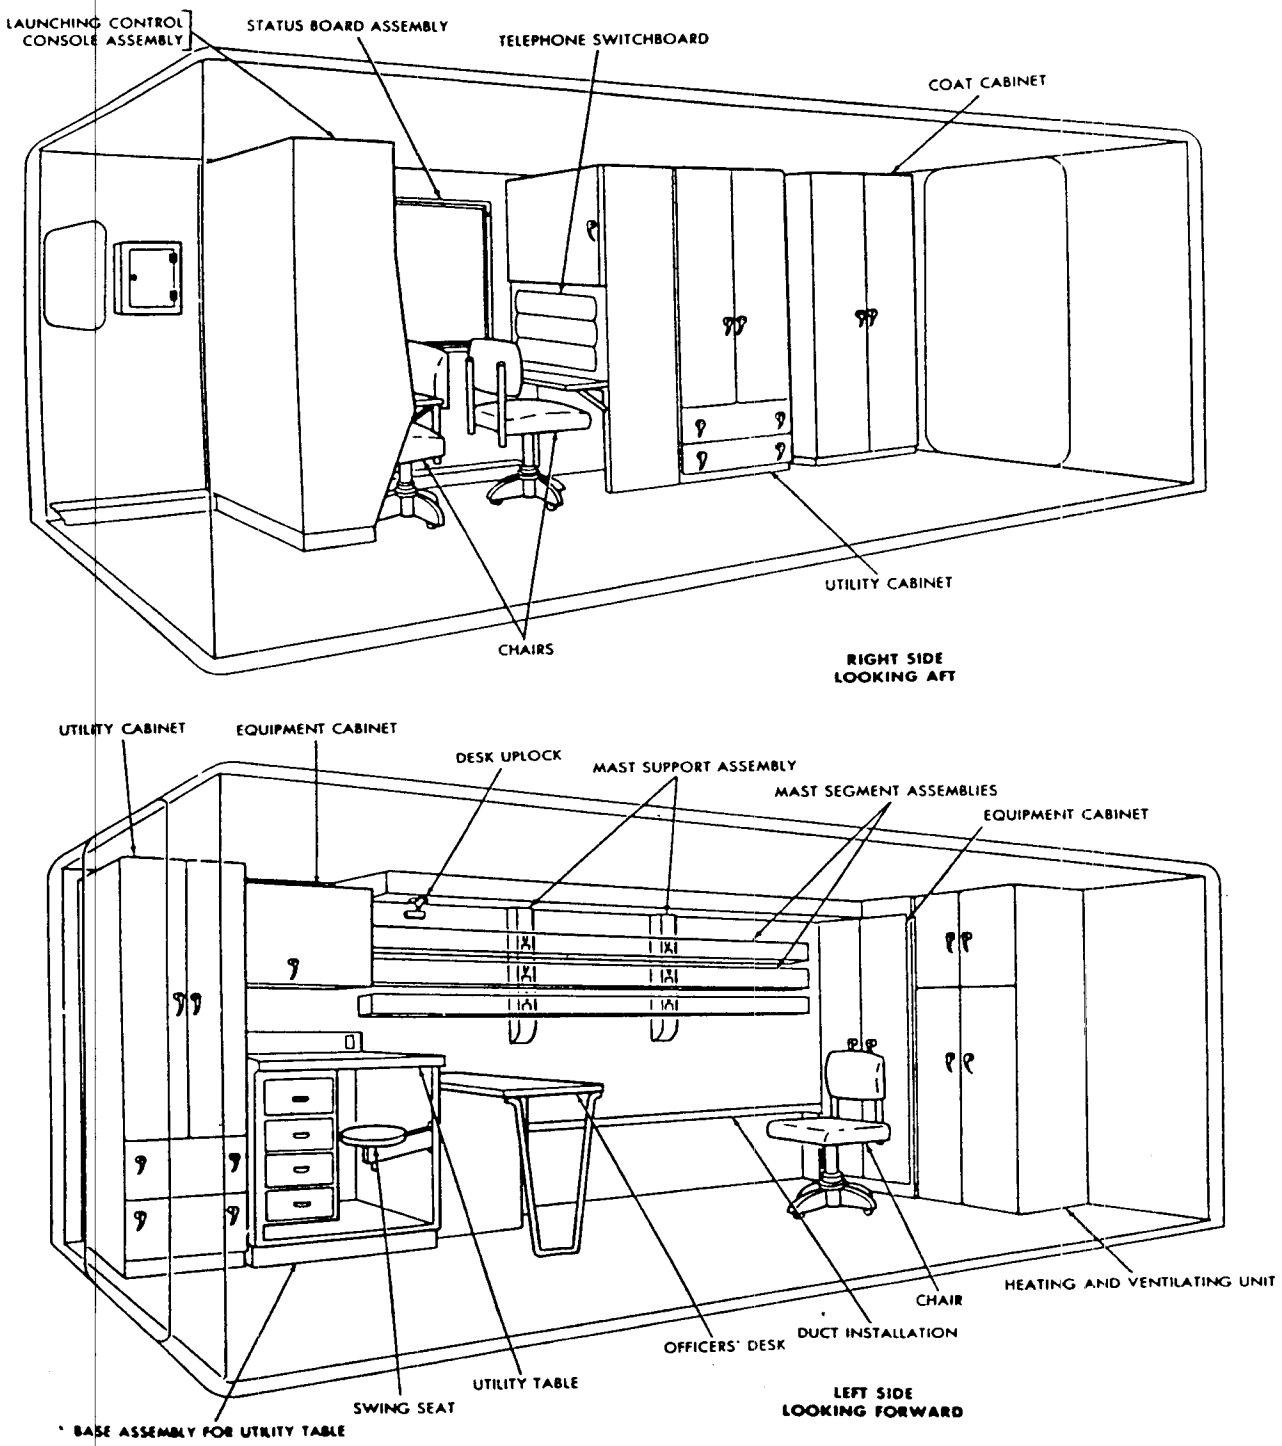

*Figure 43. Launching control trailer.*
(fig. 43)
*a. Use.* The launching control trailer acts as the headquarters for all launching area activities. Therefore, all firing control circuits between the launching sections and the battery control trailer are centralized at the launching control trailer. This trailer provides facilities for directing the actions of the launching sections. The major components of the launching control trailer are illustrated in figure 43 on page 65.
*h. Interior Furnishings.* Beside the major items mentioned above, the trailer is furnished with chairs, tables, and filing cabinets (fig. 43).